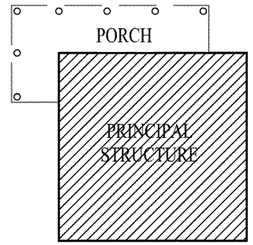

*Figure 10*
4. The undercroft of porches shall be skirted with lattice having openings of 1-1/2” square maximum. Alternatively, louvers of solid cellular PVC may be used. Lattice or louvers shall be placed a minimum of 3/4” behind the surface of the pier and shall be framed with trim. See Figure 10.